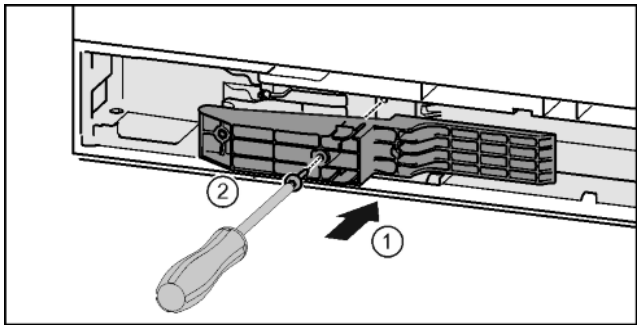

*Fig. 44**
▶ Placer l'adaptateur dans la fente sur le côté de la poignée.* *Fig. 44 (1)*
▶ Serrer les vis avec un tournevis T15.* *Fig. 44 (2)*